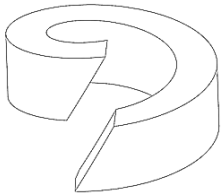

Abbildung 9: Packungsring
- Beim Zuschneiden der Stopfbuchsabdichtung von der Schnur auf einen schrägen Schnittverlauf achten (siehe Abbildung 9).